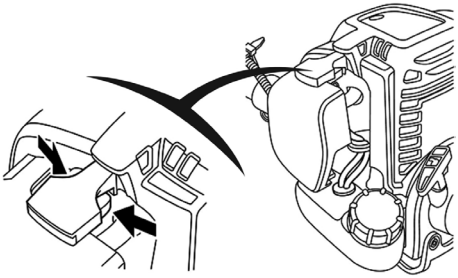

Рис. 16 Снятие крышки воздушного фильтра
1. Нажмите на фиксаторы и снимите крышку воздушного фильтра (Рис. 16).